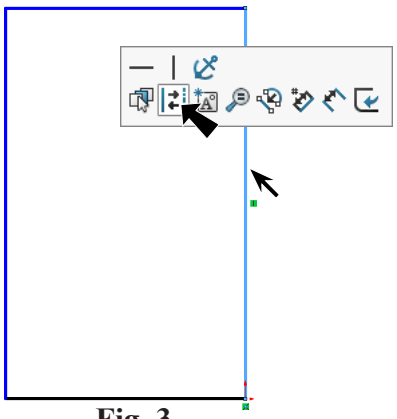

Fig. 3
Step 6. Click the **right line** of rectangle and click **Construction Geometry** on the context toolbar, **Fig. 3**.